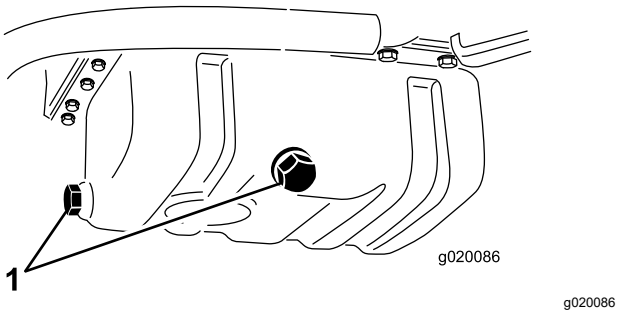

Figur 56
1. Fjern en af aftapningspropperne (Figur 56), og lad olien flyde over i aftapningsbeholderen. Sæt aftapningsproppen på igen, når olien holder op med at løbe.